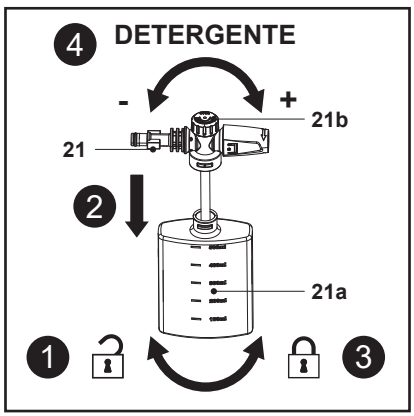

Fig. 13
Reabastecer e utilizar detergente conforme ilustrado na Fig. 13.
1. Segure o bocal do recipiente de detergente (21) e, em seguida, desbloqueie e remova o recipiente (21a) (Fig. 13, passo 1).
2. Certifique-se de que o tubo de fornecimento de água está devidamente fixo ao bocal (21) do detergente.
4. Coloque o bocal do recipiente de detergente (21) no recipiente (21a) (Fig. 13, passo 2).
5. Segure o bocal do recipiente de detergente (21) e, em seguida, bloqueie o recipiente (21a) firmemente no mesmo (Fig. 13, passo 3).
6. Rode o botão ajustável (21b) para a direita para realizar uma lavagem com uma dose alta de detergente para a esquerda para efetuar uma lavagem com uma dose baixa de detergente (Fig. 13, passo 4).
7. Monte o bocal do recipiente de detergente (21) diretamente na pistola de pulverização (16) ou monte-o através do cabo extensor (18).
8. O bocal do recipiente de detergente (21) está pronto a ser utilizado.